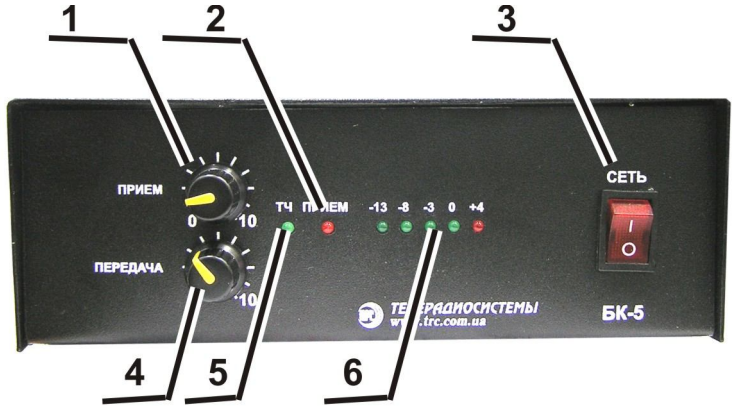

Рис.5
На лицевой панели блока коммутации БК-5 расположены следующие элементы управления и индикации (рис.5):
2.2.5. Регуляторы уровней сигналов на передней панели БК-5(рис.5 поз.1,4) установить в крайнее левое (против часовой стрелки) положение.